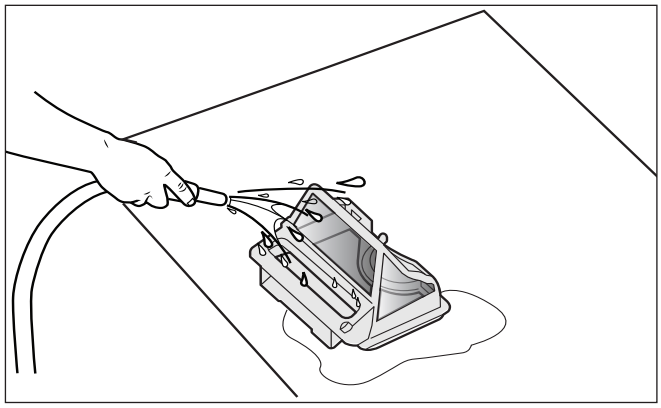

Figure 13. Nettoyer le panier filtrant
5. Videz tous les débris du panier filtrant, puis rincez le panier, le support et le robot nettoyeur à l'aide d'un tuyau,(Figure 13).